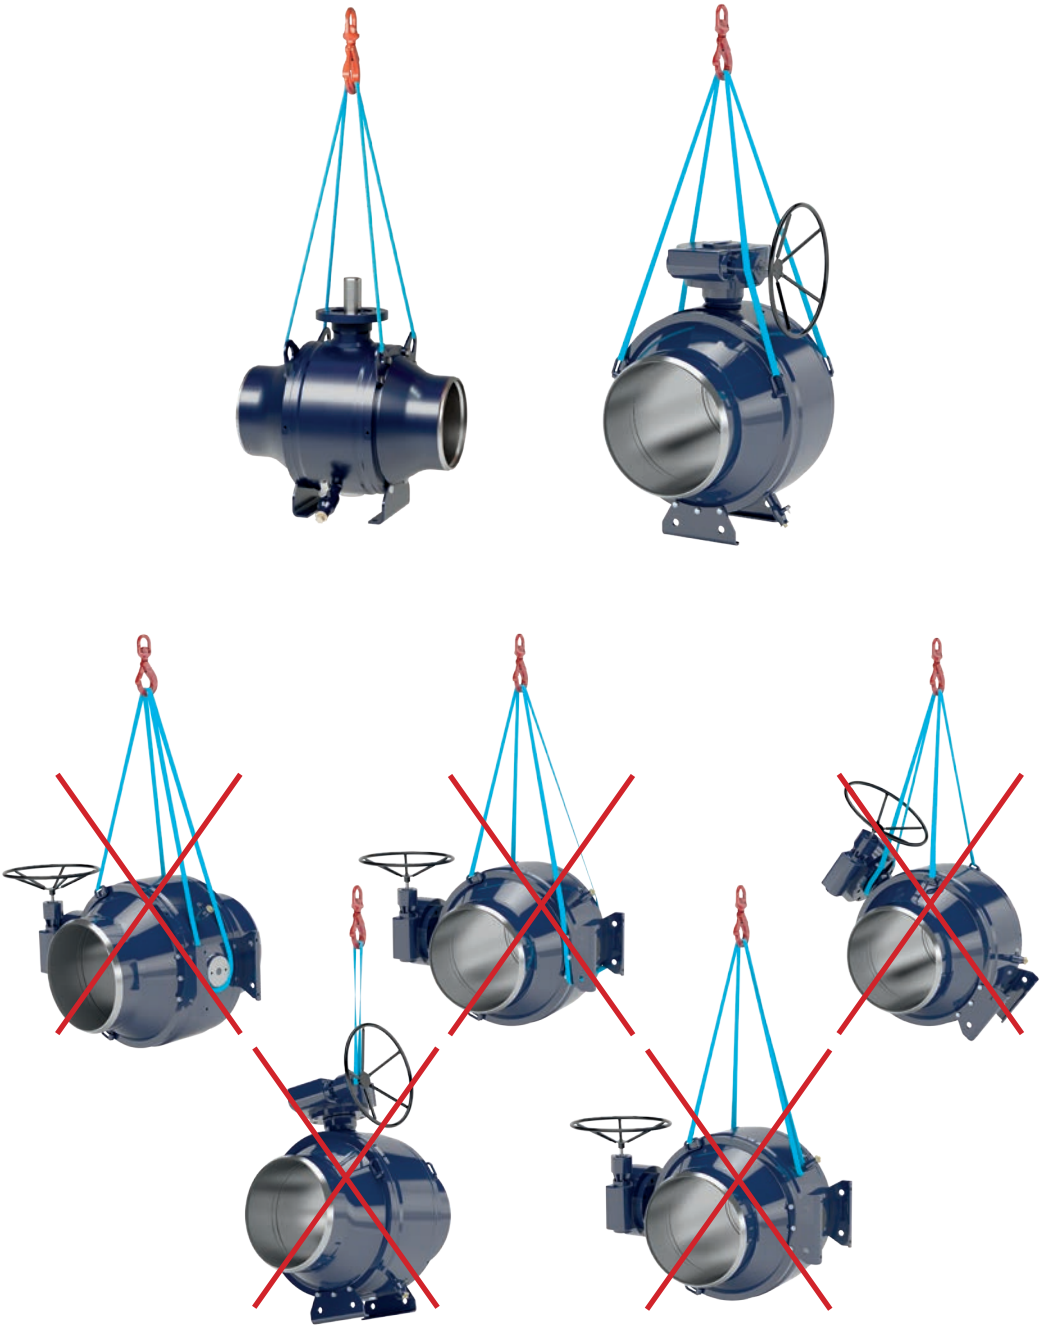

Рис. 3. Подъем крана.
При подъеме кранов большого размера используйте подъемные канаты. Не поднимайте кран за привод или шток (см. рис. 3).
- Кран не следует поднимать за привод. Если кран оснащен подъемными проушинами, используйте их (см. рис. 3). Падение или неправильный подъем крана могут привести к повреждению оборудования или стать причиной травмы.
- Используйте один из разрешенных способов подъема, показанных на рис. 3.